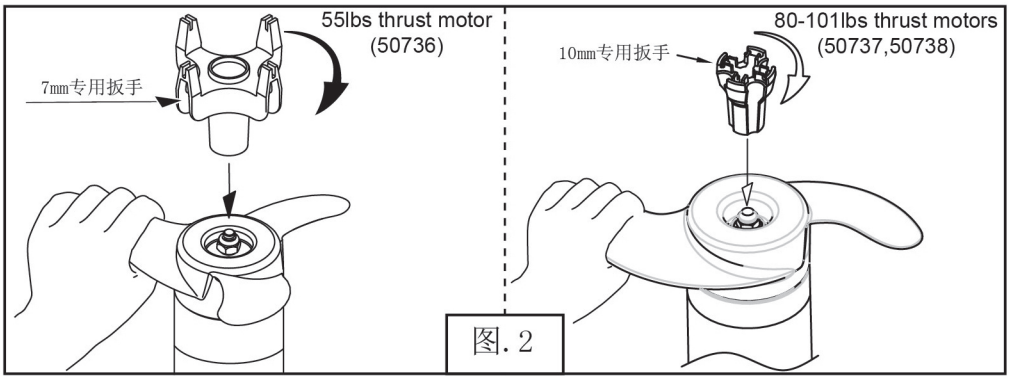

图. 2
2. 用手握住螺旋桨叶的一端以防转动。用专用扳手使螺母固定螺旋桨。（如图. 2）